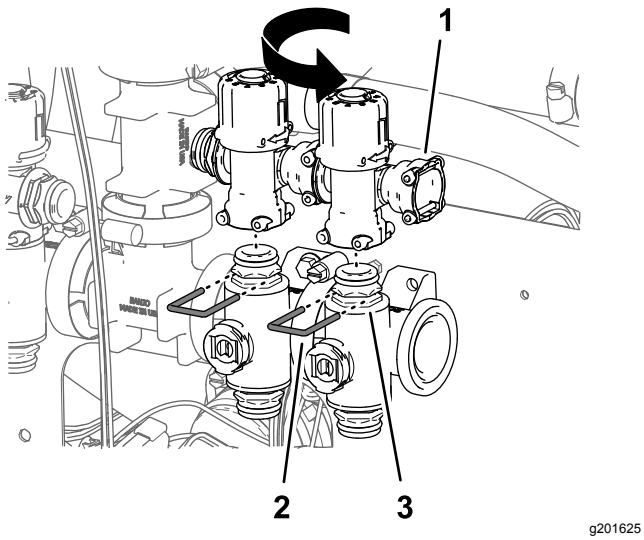

Rysunek 103
8. Powtórz kroki od 5 do 7 dla zaworów obejścia zaworu dyszy 6 i zaworu dyszy 7 (Rysunek 103).